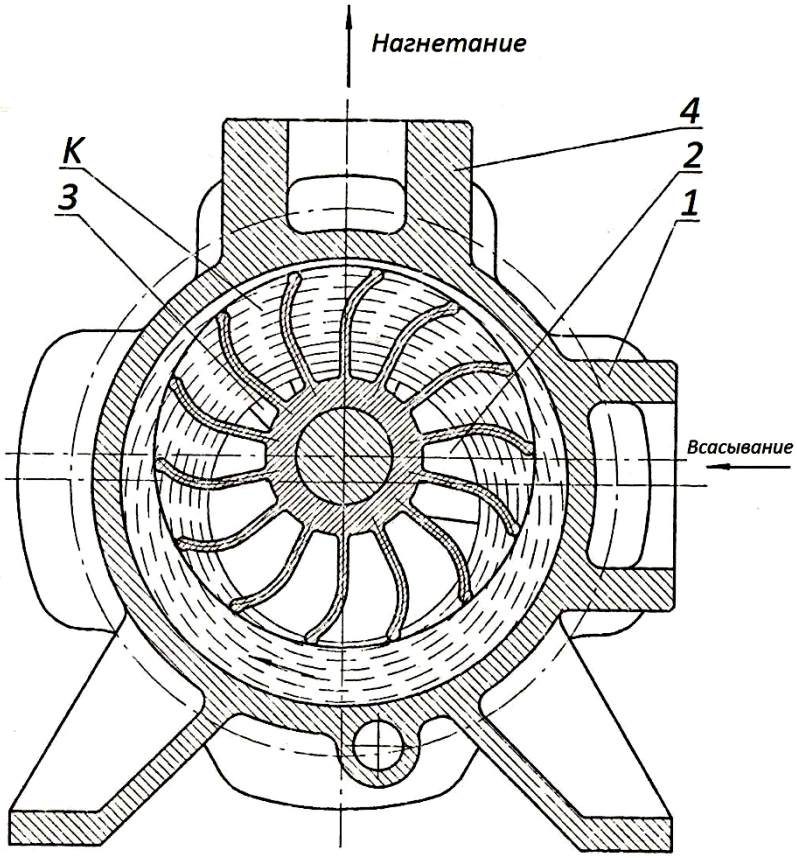

Рисунок 4 – Схематическое изображение водокольцевого вакуумного насоса
1.5.2. Действие водокольцевого вакуумного насоса основывается на том, что в корпусе, частично заполненном водой, при вращении эксцентрично расположенного колеса, образуется вращающееся водяное кольцо «К» (рис.4).